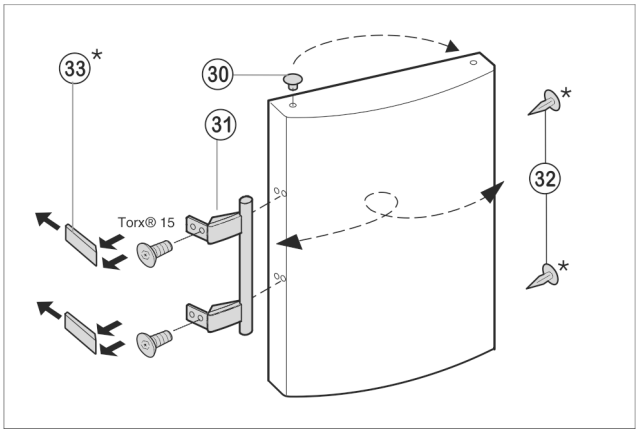

Fig. 8
- ▶ Stopfen *Fig. 8 (30)* aus der Türlagerbuchse herausheben und umsetzen.
- ▶ Türgriff *Fig. 8 (31)*, Stopfen *Fig. 8 (32)* und Druckplatten *Fig. 8 (33)* abmontieren und auf die Gegenseite umsetzen.